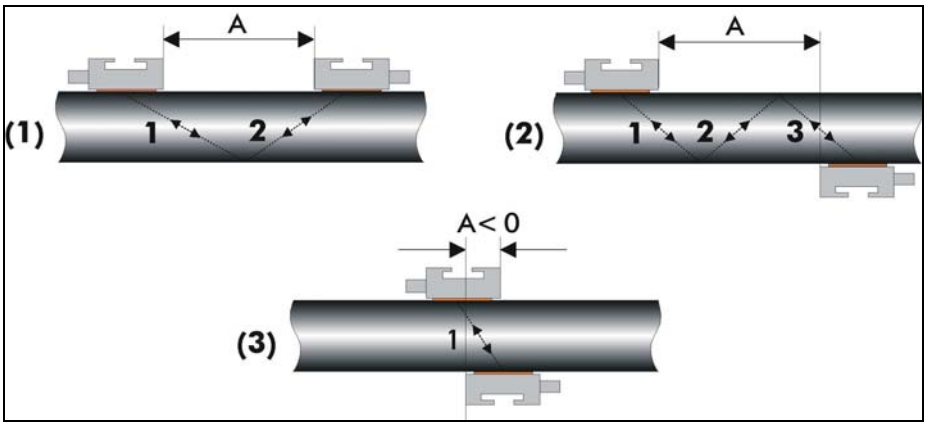

*Рисунок 3-1 Способы установки датчиков и измерение расстояний*
Наиболее частый способ установки датчиков – Зеркальный режим, также известный как V-режим (см. *Рисунок 3-1*, эскиз (1)). В этом режиме ультразвуковой сигнал дважды проходит через среду (2 прохода). Зеркальный режим – наиболее удобный метод установки, так как расстояние между преобразователями можно легко измерить и датчики можно прекрасно совместить. Этот метод необходимо применять всегда, когда это возможно.
Альтернативный способ установки (см. *Рисунок 3-1*, эскиз (3)) – это Диагональный режим (Z-режим). В этом режиме сигналы проходят через среду однократно. Этот метод часто используется для больших труб, где может быть сильное затухание сигнала.
Возможны вариации Зеркального и Диагонального режимов при увеличении числа проходов через среду. Любое четное количество проходов требует установки датчиков на одной стороне трубы, в то время, как при нечетном количестве проходов датчики надо устанавливать на противоположных сторонах трубы. Обычно для маленьких труб применяются такие способы установки датчиков как четырехпроходные (W-режим) или трехпроходные (N-режим) (см. *Рисунок 3-1*, эскиз (2)).
Расстояние между датчиками измеряется между торцами, смотрящих друг на друга, как показано на *Рисунок 3-1*. Оно автоматически рассчитывается расходомером на основании введенных параметров наружного диаметра трубы, толщины стенки трубы, толщины и материала покрытия,, среды, рабочей температуры, типа датчиков и выбранного числа проходов сигнала.
На маленьких трубах возможно отрицательное расстояние между датчиками A < 0, если выбран диагональный режим (см.*Рисунок 3-1*, эскиз (3)). Отрицательное расстояние может быть рассчитано и в зеркальном режиме, но невозможно. В таких случаях используйте диагональный режим или большее число проходов.